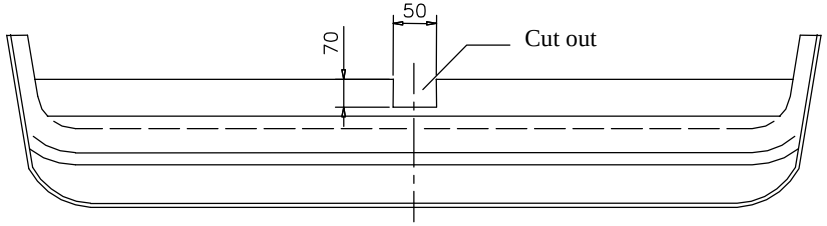

Fig. 2
3. On the left and right side put to chassis members brackets (pos. 4 and 5) in this way so elongated holes tally with plastic pin protruding from floor and next through holes (pos. A, B, C) drill holes ø11mm.
4. Bracket (pos. 5) screw through hole (pos. C) using washers (pos. 10) and bolts M10x30mm (pos.9).
5. Put main bar of towbar (pos. 1) to mounted brackets (pos. 4 and 5), through holes (pos. A and B), washers and plates (pos. 6) screw with chassis member using bolts M10x50mm (pos. 8) from towbar accessories.
6. Through holes (pos. D) drill holes ø11mm and next screw with bolts M10x30mm – pos. 9 (use washers ø35xø12x3mm – pos. 10).
7. Fix tow-ball (pos. 2) and socket plate (pos. 3) using bolts M12x75mm (pos. 7) from accessories.
9. In central part of the bumper cut out fragment 50x70mm as shown in the fig. 2.